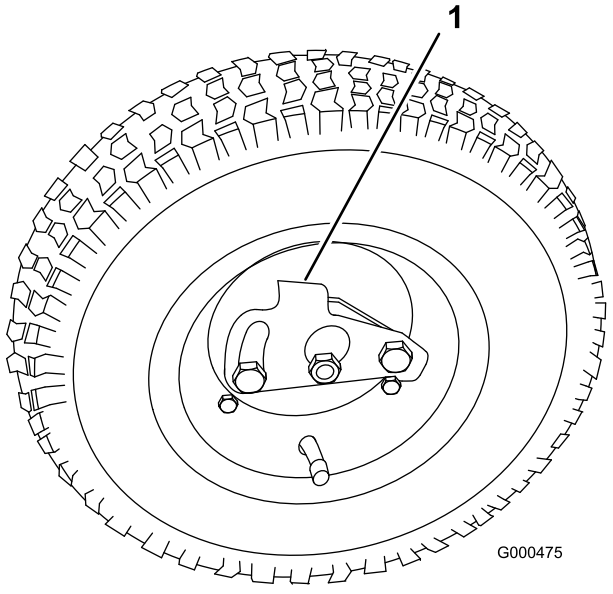

Figur 8
2. Trykk hjulets låseklemme mot midten av hjulet og før hjulet på sekskantakselen (Figur 8).